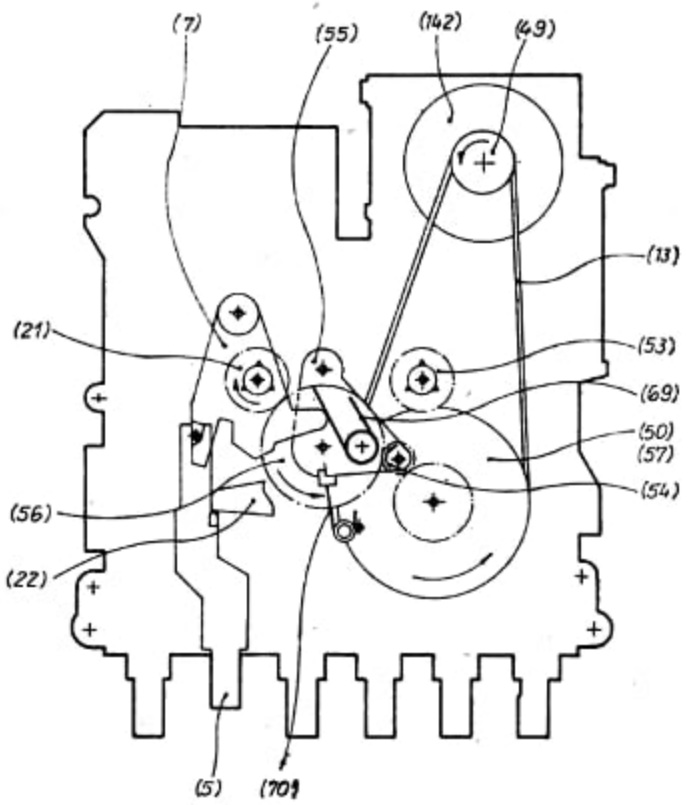
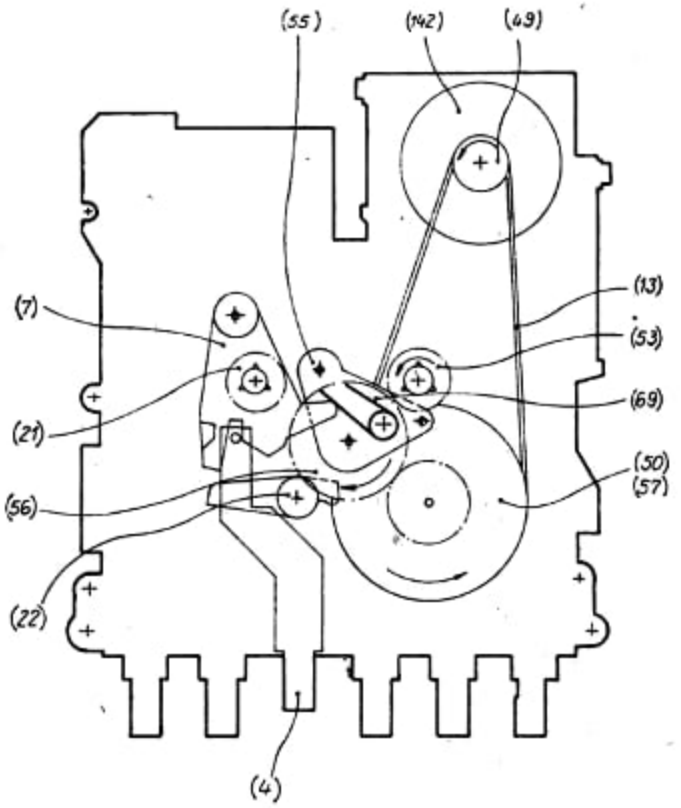

Abb.2
Abb.3
9.2.3. Funktion „Rücklauf" (Abb. 2)
9.2.4. Funktion „Vorlauf" (Abb. 3)
9.2.5. Funktion „Manueller Suchlauf" (Abb. 2 und 3)
Durch das Eindrücken eines dieser Schieber wird über den Suchlaufhebel (22) die Kopfplatte (47) analog der Funktion „Pause" zurückbewegt, wodurch die Funktion „Wiedergabe" unterbrochen wird und anschließend das Laufwerk entweder in die Funktion „Vorlauf" (Abb.3) oder „Rücklauf" (Abb. 2) geschaltet wird.